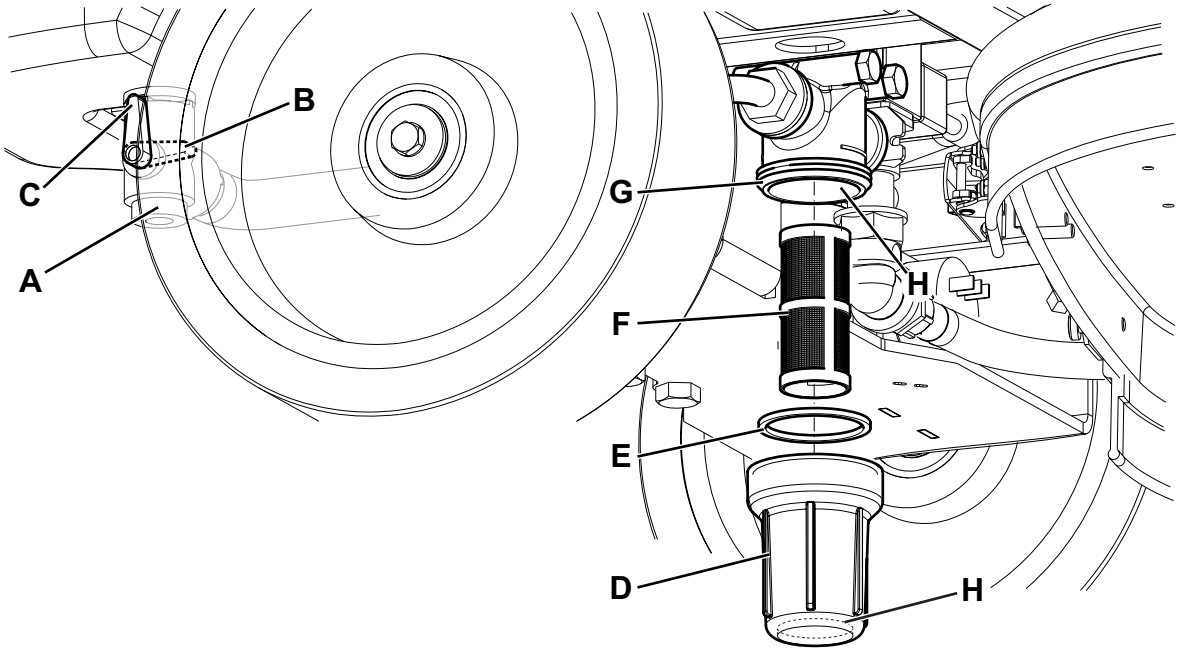

Figure 9
2. Turn the ignition key (58) to “0”.
3. Close the solution tap (A, Fig. 9) under the machine, behind the right rear wheel. The tap (A) is closed when it is in the position (B) and it is open when it is in the position (C).
4. Remove the transparent cup (D), recover the gasket (E), then remove the filter strainer (F) under the machine, in front of the right rear wheel. Clean them with water and install them on the support (G).